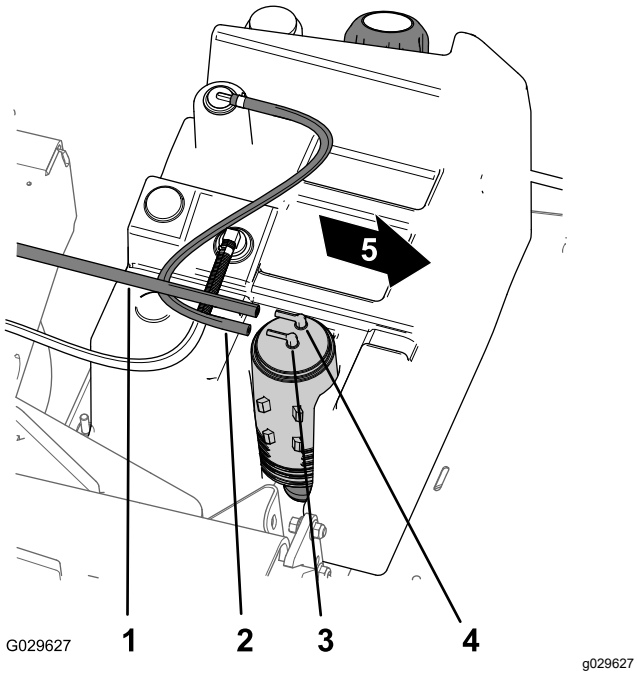

**Figuur 46**
1. Verwijder de zuigslang van de fitting op de koolstofhouder die gemarkeerd is met 'Purge' (afvoeren) (Figuur 46).
2. Verwijder de slang van de brandstoftank van de fitting op de koolstofhouder die gemarkeerd is met 'Fuel Tank' (brandstoftank) (Figuur 46).
8. Monteer de zuigslang op de fitting op de koolstofhouder die gemarkeerd is met 'Purge' (afvoeren) en de slang van de brandstoftank op de fitting die gemarkeerd is met 'Fuel Tank' (brandstoftank) (Figuur 46).